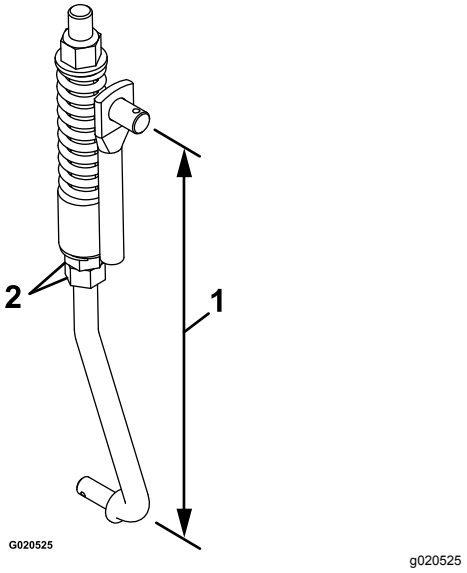

**Figuur 59**
8. Stel de lengte van de verbinding in met de 2 moeren onderaan de verticale veereenheid (Figuur 59).